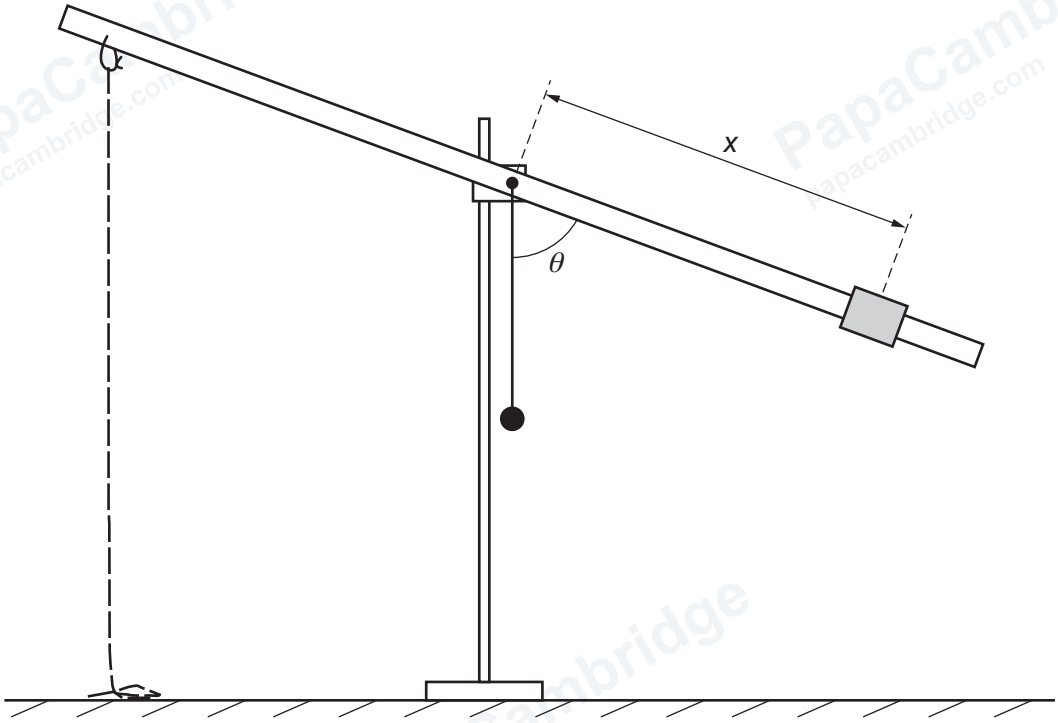

Figure 1.2
- Increase the distance between the nail and the slider by approximately 5 cm. Wait for the metre rule to settle into its new equilibrium position, as shown in Figure 1.2.
The angle between the plumb line and the metre rule is θ, as shown in Figure 1.2.